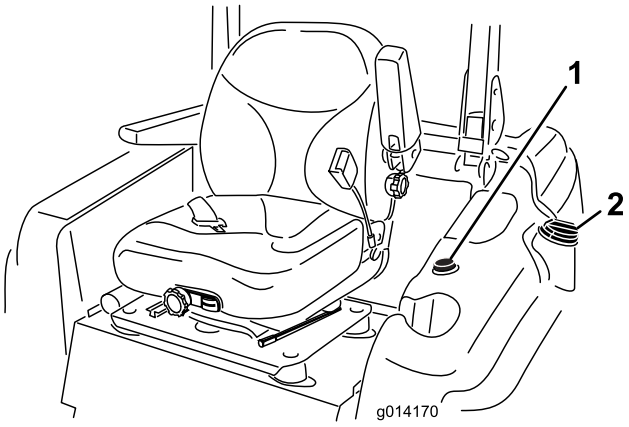

Figuur 9
3. Reinig de omgeving van de tankdop en verwijder de tankdop (Figuur 9).